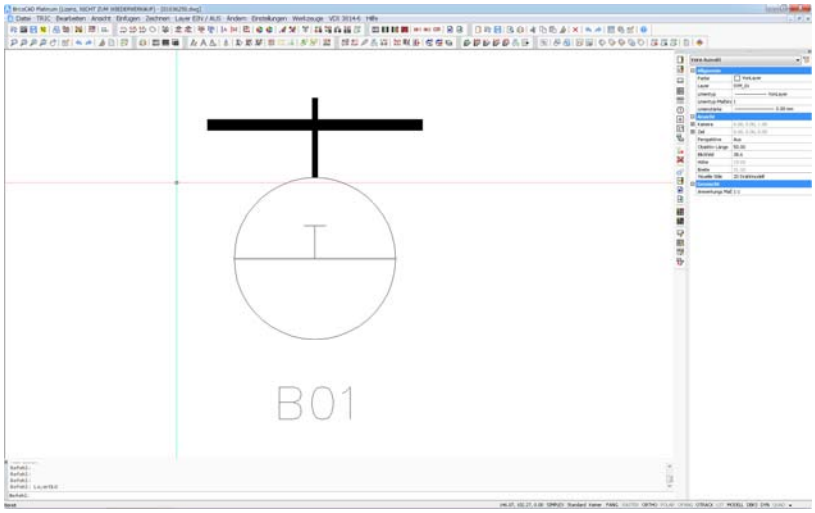

Bild 28.59 – Korrektur des Bildausschnittes für ein Block-Dia
- Wählen Sie den Bildausschnitt mit einem zentrierten Zugrahmen und bestätigen Sie (Abb. 28.59).